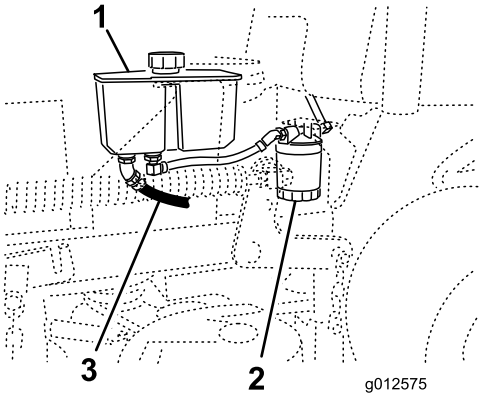

Figur 73
4. Leta reda på den främre hydraulslangen under hydraultanken och placera ett avtappningskärl under tanken (Figur 73).